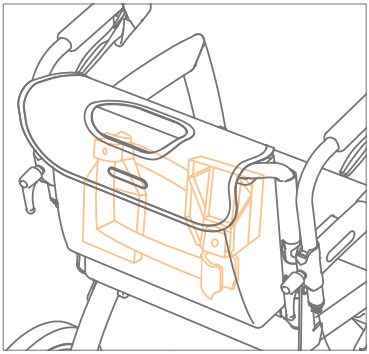

Figure 48: Storing footrests mirrored.
a. Remove the footrests. Slide the footrests up until released from the footrest holders. Put them back into the bag of the Rollz transport chair package, mirrored to each other **(Figure 48)**.